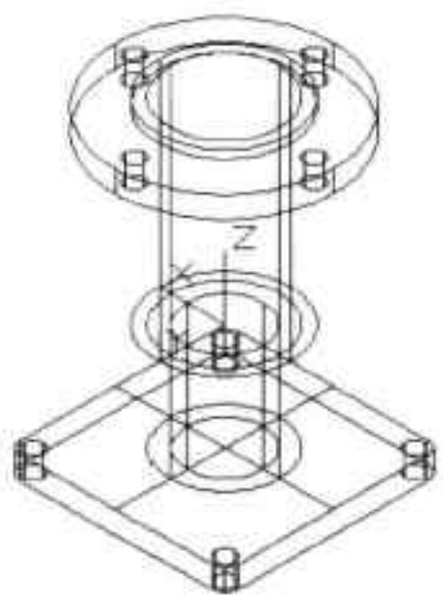

图13-62 阵列圆柱体
Step15 执行“三维阵列”命令，对刚绘制的小圆柱进行环形阵列，阵列数为 4，其结果如图 13-62 所示。